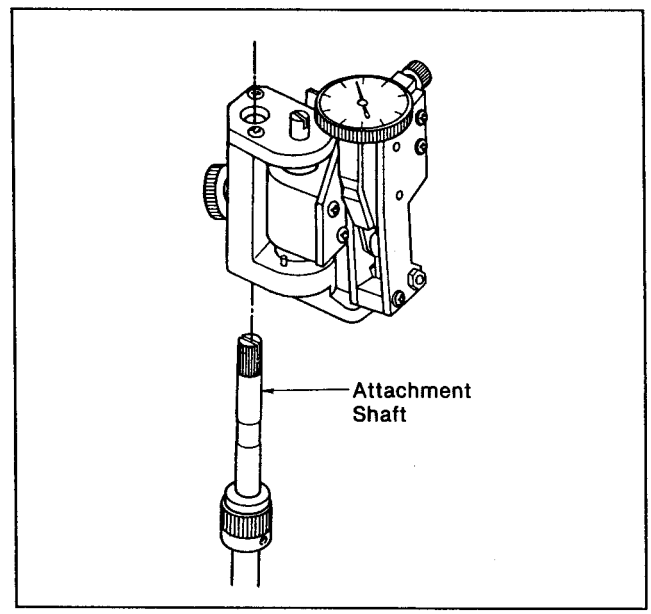

Fig. 5 Center Drum Replacement Tool
5. Confirm that the lever of center drum replacement tool is locked and install it on the attachment shaft as shown in figure 5.